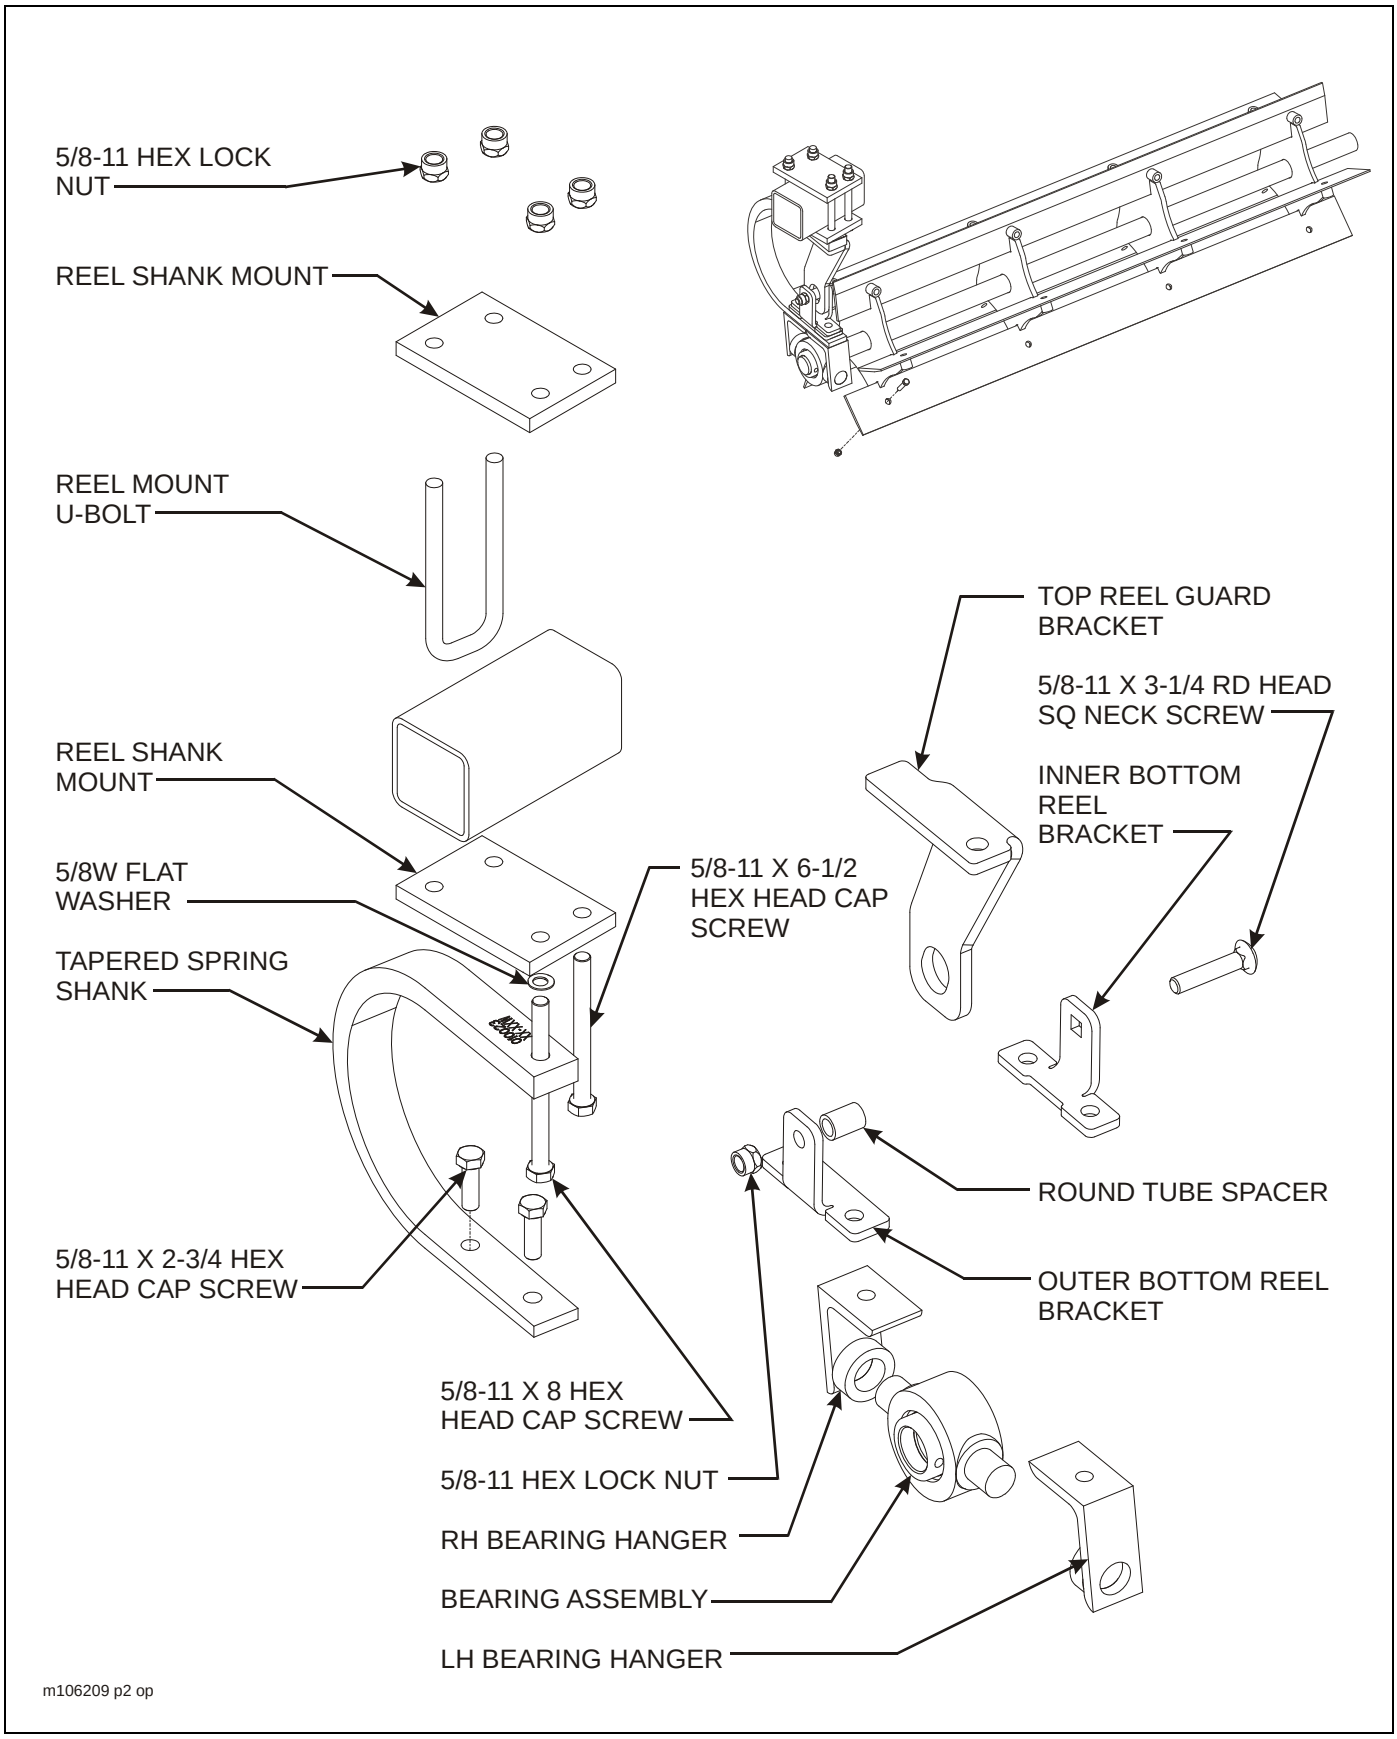

**Figure 3-13: Outer Reel Assembly Installation**
f. Carefully lift reel assembly and loosely bolt outer reel shank mount plates, tapered spring shank, and top reel guard bracket to main frame and wings in position shown in **Figure 3-13** using u-bolt, 5/8-11 x 6-1/2 hex head cap screw, 5/8-11 x 8 hex head cap screw and hex lock nuts **(See Figures 2-1 through 2-7 for location on frame.)**